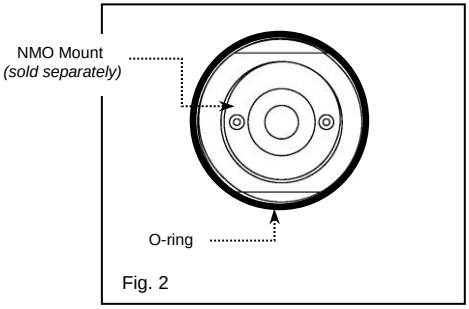

Fig. 2
2. Pre-Installation (Fig. 2):
A. The antennas are designed for installation to a high quality, low loss NMO mount (sold separately, see Figure 2).
A. Press O-ring around the base of the NMO antenna mount as shown in Figure 2.